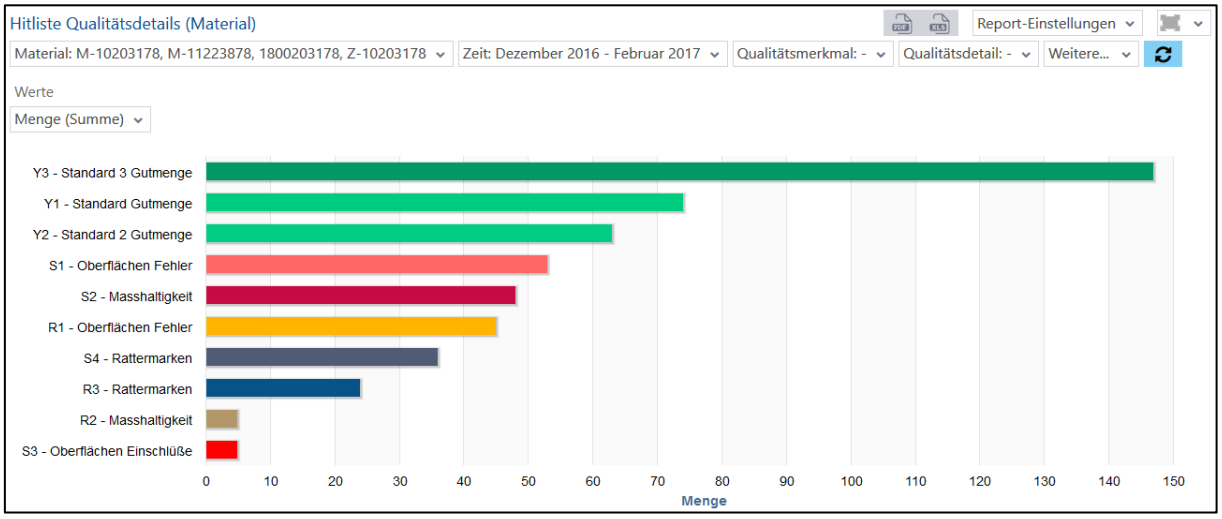

**Bild 123: Hitliste Qualitätsdetails (Material) als Balkendiagramm**
- Hitliste Qualitätsdetails (Material) als Balkendiagramm (Bild 123):